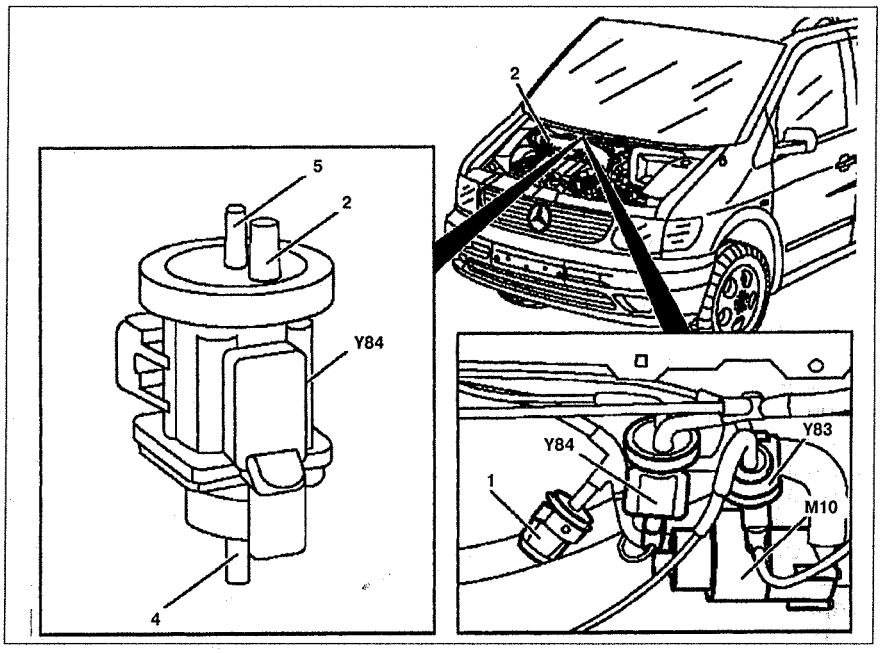

Рис. 5.44. Вакуумный преобразователь системы EGR:
1. Снимите воздухозаборную трубу **2** (см.рис.5.44).